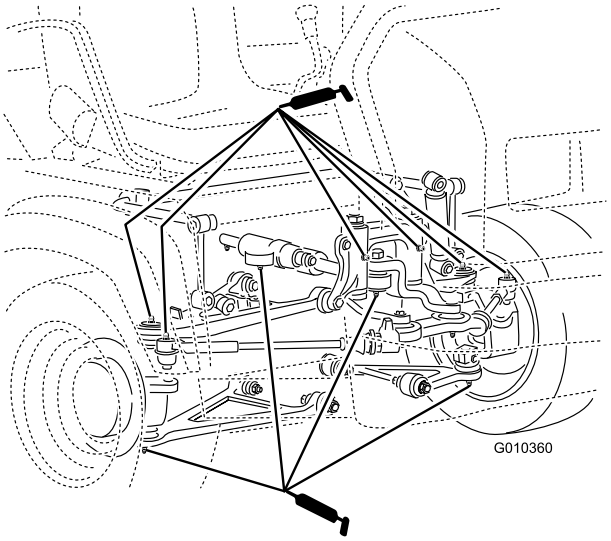

Figur 39
- kulleder (4), dragstänger (2), ledfästen (2) och styrcylindrar (2) enligt Figur 39